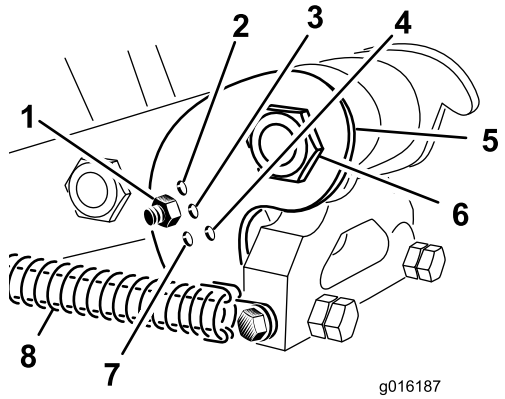

Rysunek 37
Ustaw kąt pochylenia (Rysunek 37) we właściwej pozycji uzależnionej od długości używanych zębów. Ogranicznik głowicy ustawiany jest w jednej z pięciu gotowych pozycji poprzez wybór otworu, do którego przykręcony jest koniec pręta regulacyjnego. Otwory te nie są przydzielone na stałe, na przykład użycie zębów o długości 25 cm w położeniu 30 cm pozwala w niektórych sytuacjach uzyskać równiejsze otwory.
3. Odłącz sprężynę napinającą od głowicy z zębami (Rysunek 37).
4. Odkręć nakrętkę i śrubę znajdujące się w otworze regulacyjnym we wsporniku pochylenia (Rysunek 37).
5. Obróć wspornik pochylenia, aż zrówna się z otworem w ramieniu, po czym zamontuj śrubę z nakrętką (Rysunek 37).